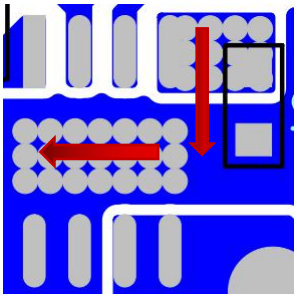

**图 1**
2.输入电容应尽可能靠近芯片管脚（VIN 和 GND）。输入电源引脚必须增加一个 0.1uF 的陶瓷电容以增强芯片的抗高频噪声能力。如图 1。